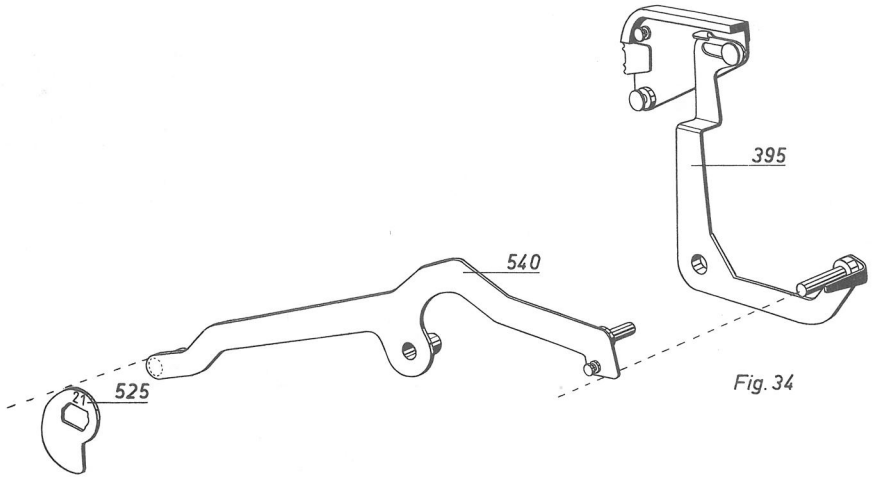
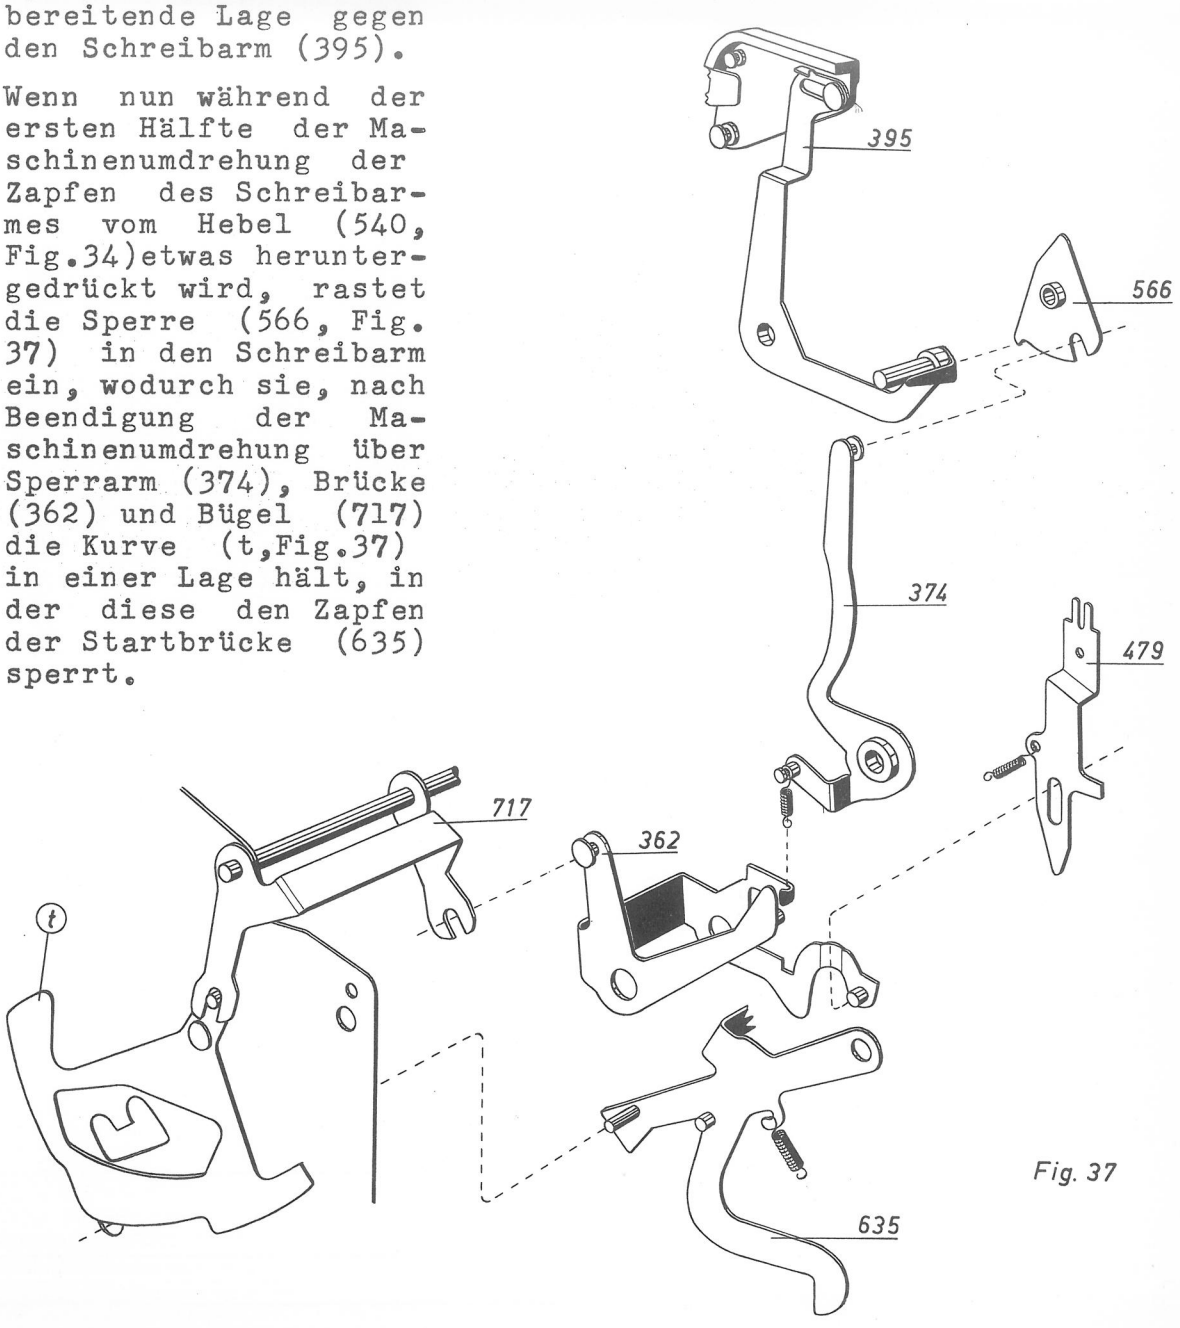

Fig. 34
Fig. 37
werden kann. Das Zeichen x wird gedruckt. Am Anfang der nächsten Maschinenumdrehung wird der Schreibarm durch den von der Kurve (525,Fig.34) gesteuerten Hebel (540,Fig.34) in seine Ausgangslage gebracht.
2/ Wenn nun während der ersten Hälfte der Maschinenumdrehung der Zapfen des Schreibarmes vom Hebel (540, Fig.34)etwas heruntergedrückt wird, rastet die Sperre (566, Fig. 37) in den Schreibarm ein, wodurch sie, nach Beendigung der Maschinenumdrehung über Sperrarm (374), Brücke (362) und Bügel (717) die Kurve (t,Fig.37) in einer Lage hält, in der diese den Zapfen der Startbrücke (635) sperrt.
3/ Ist vorher keine M-Taste betätigt worden, kann die Maschine beliebig oft durch die Rep-Tasten gestartet werden. Die Sperrung der M-Tasten wird dabei aufrechterhalten und zwar dadurch,das die Rep-Tasten erst nach der Bewegung des Hebels (540,Fig.34) in Grundstellung zurückspringen und die Sperre (566) fortlaufend in den Schreibarm (395) eingerastet ist.
4/ Erst bei Betätigung einer normalen Funktionstaste (Plus-, Minus-, NA-, Zwischen- oder Endsumme) wird die Sperre (566), die ja nun nicht mehr von den Rep-Tasten beeinflusst wird, beim Heruntergehen des Hebels (540,Fig.34) vom Schreibarm (395) freigekuppelt. Sperrarm (374), Brücke (362) Bügel(717) und Kurve (t) fallen in ihre endgültige Ausgangslage zurück und die Sperrung der M-Tasten ist aufgehoben.